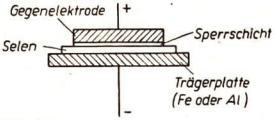

Abb. 45/1
1. Aufbau und Wirkungsweise. Außer Germaniumdioden verwendet man zum Gleichrichten von Wechselstrom vielfach auch *Selen-Flächengleichrichter* (Abb. 45/1 und 46/1).